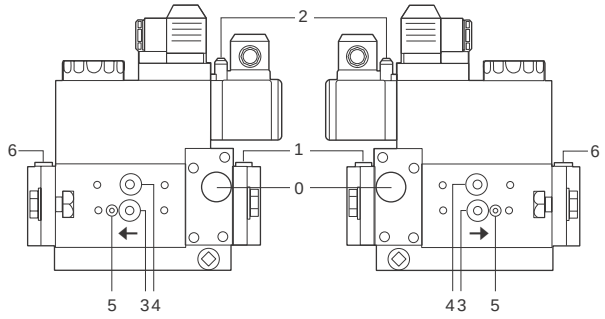

Fig. 25
- Pulizia filtri valvole gas (Fig. 25 e seguenti).